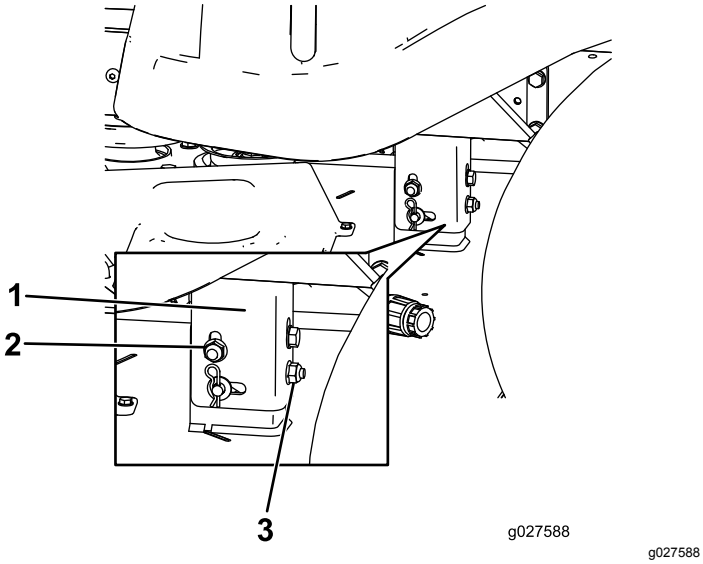

Figur 61
8. Hev eller senk den venstre siden av klippeenheten ved å rotere den bakre låsemutteren (Figur 61).